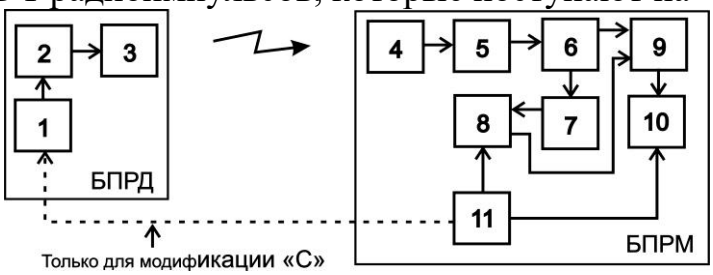

Рис. 6.2
6.2.1 Управляемый генератор 1 (см. рис. 6.2) вырабатывает импульсную последовательность определенной скважности. Под действием импульсов с генератора 1, модулятор 2 формирует последовательность СВЧ-радиоимпульсов, которые поступают на передающую антенну 3. Передающая антенна 3 излучает СВЧ-радио-импульсы в направлении приемной антенны 4. Образовавшееся между передаю щей 3 и приемной 4 антеннами электромагнитное поле является источником полезных сигналов для обнаружения объектов, пересекающих данное электромагнитное поле. С выхода приемной антенны СВЧ-радиоимпульсы поступают на вход, детектора 5 и далее на усилитель 6, с первого выхода которого сигнал поступает на вход компаратора 7, информирующего узел управления 8 о наличии на выходе усилителя 6 импульсов. Под управлением элемента11, ключ 9пропускает импульсы в узел принятия решений 10, который управляет выходным оптореле. В модификации «С» генератор 1 синхронизируется по выделенным проводам под управлением элемента 11.